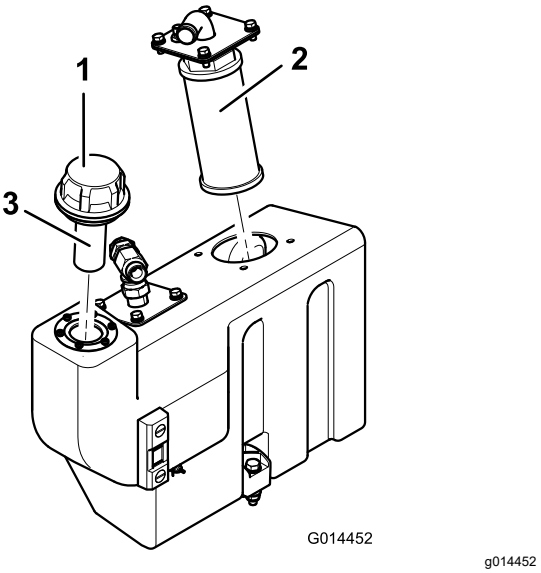

Figuur 73
1. Verwijder de aanzuigflens van de olietank om bij de aanzuigkorf te kunnen komen (Figuur 73).
2. Schroef de aanzuigkorf eraf en reinig deze met paraffine of benzine alvorens deze te monteren (Figuur 73).